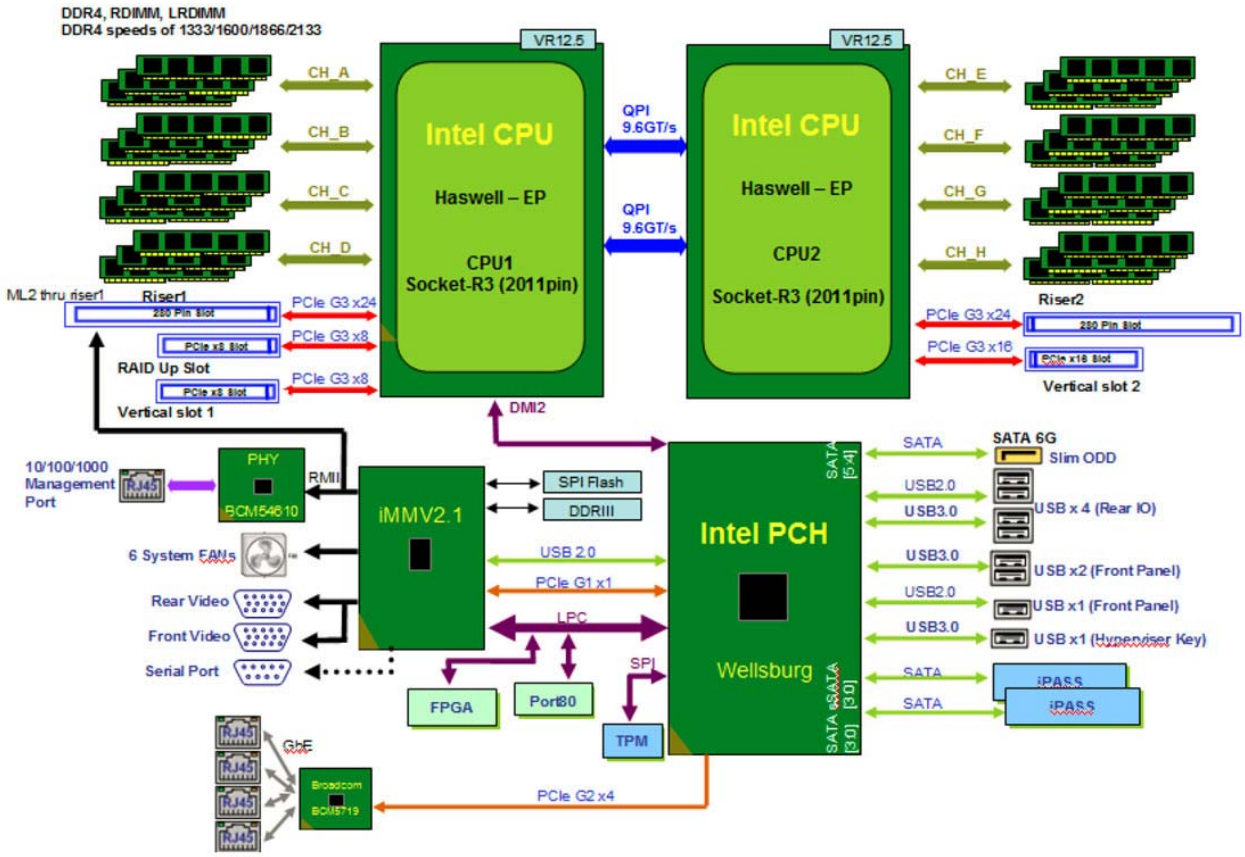

**Figure 36: x3650 M5 block diagram**
**Figure 36** shows the x3650 M5 block diagram.